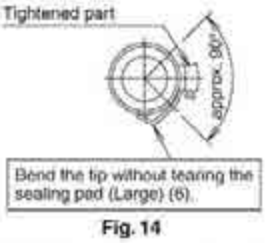

Fig. 14
- Wrap the vinyl tape around the end of the clamp metal (1) so that the sealing pad (Large) (6) to be used at the next process may not be damaged with the clamp end or bend the tip of the clamp metal (1) inward as shown. **(Refer to Fig. 14)**